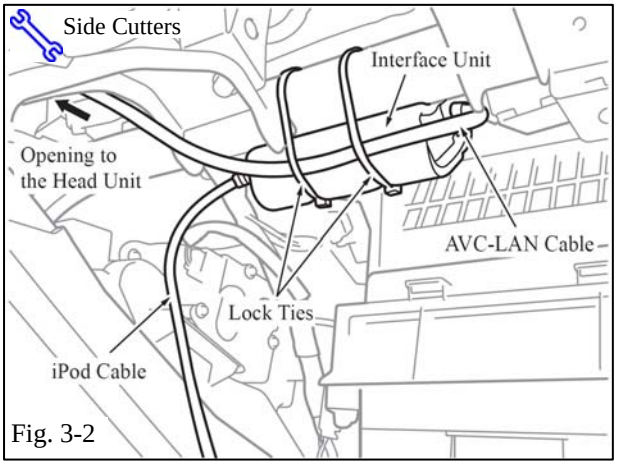

Fig. 3-2
(d) Connect the iPod cable to the interface unit. (Fig. 3-2)
(e) Slide the interface unit through the 14” lock ties, keeping the AVC-LAN cable on the right. (Fig. 3-2)
(g) Tighten the two (2) 14” lock ties and secure the interface unit and the AVC-LAN cable. (Fig. 3-2)
(1) Make sure the cable is not bent too tightly or kinked.